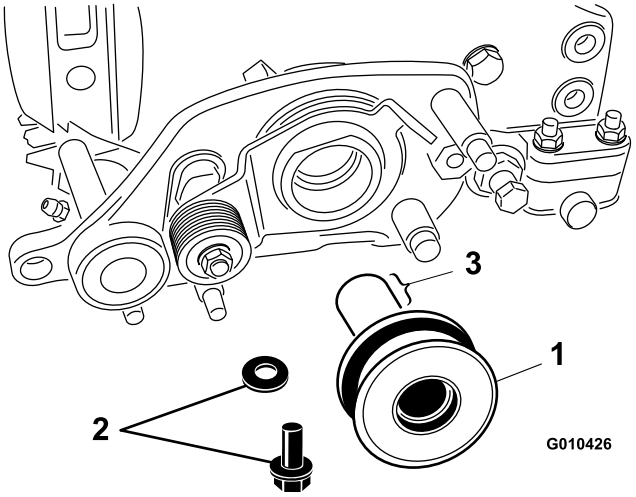

Рисунок 12
1. Нанесите консистентную смазку на внутренние шлицы и наружную поверхность шкива в сборе (Рисунок 12).
3. Прикрепите шкив в сборе к валу барабана с помощью болта (M6–1 x 20 мм) и шайбы (Рисунок 12).